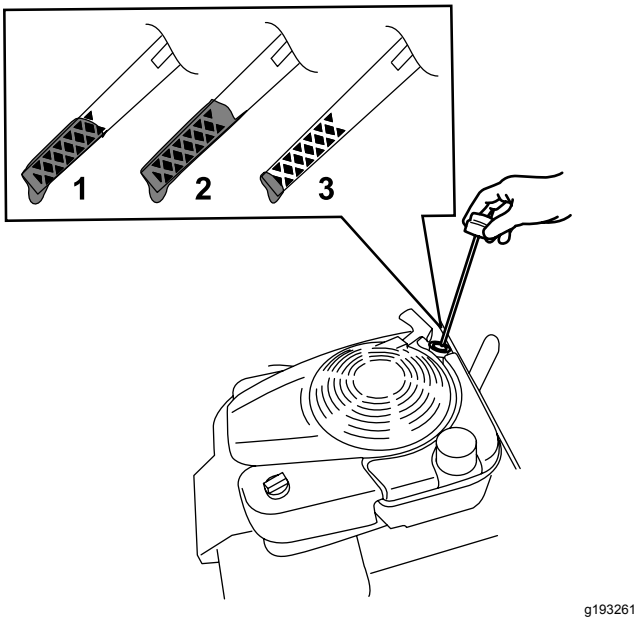

Figur 33
3. Lossa oljestickan genom att vrida locket moturs och dra stickan uppåt (Figur 33).
10. Läs av oljenivån på oljestickan (Figur 33).